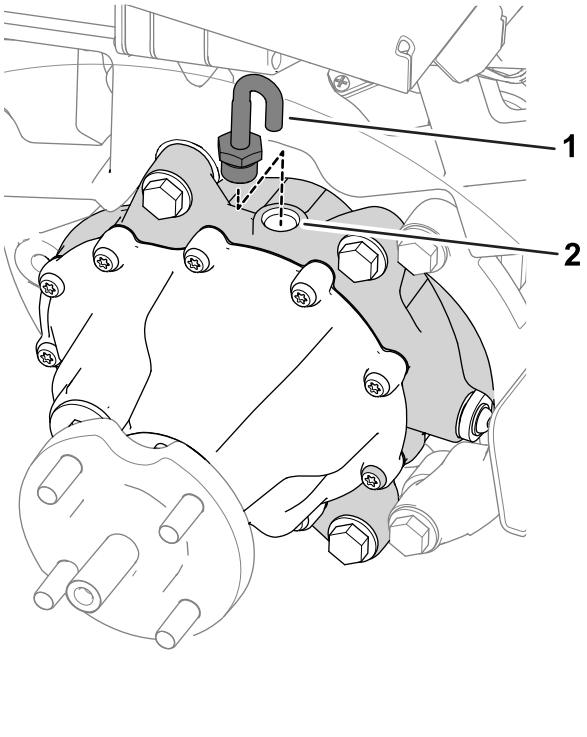

Figure 62
7. Débranchez le flexible d'évent au sommet du boîtier d'engrenages (Figure 62).
9. Installez le flexible d'évent et le raccord dans l'orifice de remplissage (Figure 62).